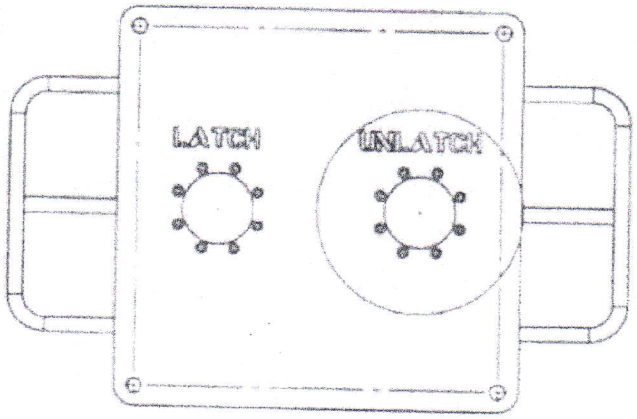

Figure 2: Mini-Collet Connector Control Panel
10. Install a 3-in 15K Mini-Collet Connector with companion flange crossed over to Weco 1502 female half-union on the hub outlet attached to the Kill Side outlet valves on the Capping Stack. Stab a 17-D hotstab into the mini-panel on the 'Latch' function and latch the Mini-Collet Connector in place with 1,500-psi (Figure 2).